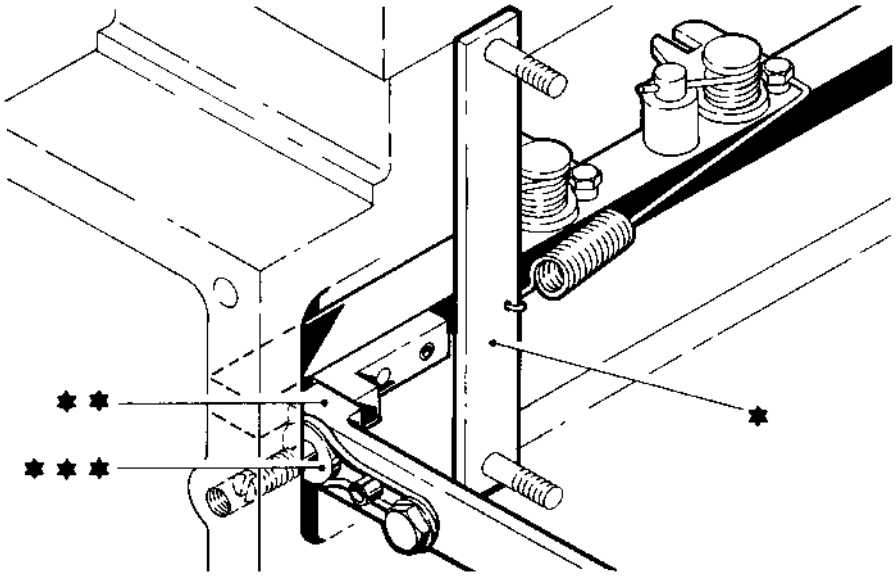
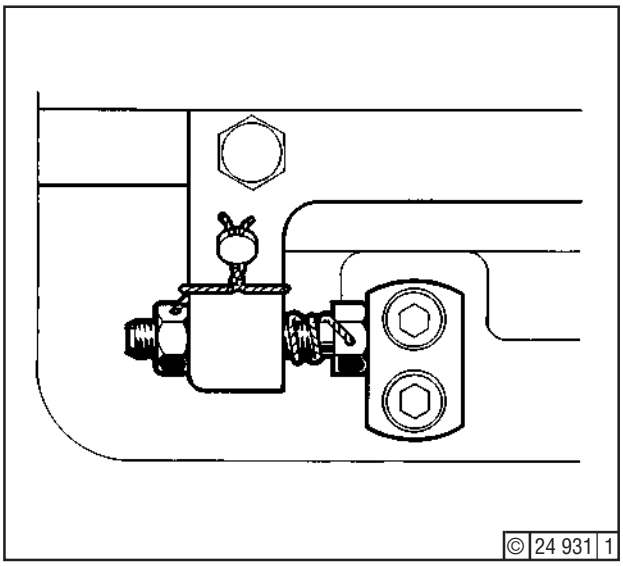

Fig. 7
Fig. 9
5. Use tools (*) - Fig. 7 - to pull control rods of all injection pumps against the gauges (**) contacting check stops (***) at points A18 and A19. Leave tools (*) mounted for the time being.
Then, at the right-hand end of the link (*) (point A24), adjust the length of the link by means of the eccentric (**) so that the control rods contact the check stops without pressure, with the gauges inserted (see Fig. 7). Insert new cheese-head screws according to tightening specification, see "Specification Data", Section 3.5, line 60. If the setting at the right-hand eccentric is insufficient , rectify at the left-hand eccentric.
7. Remove tools (Fig. 7). Move linkage in the direction "Stop" until one or more stop screws abut at points C12 and C13 (Fig. 9).